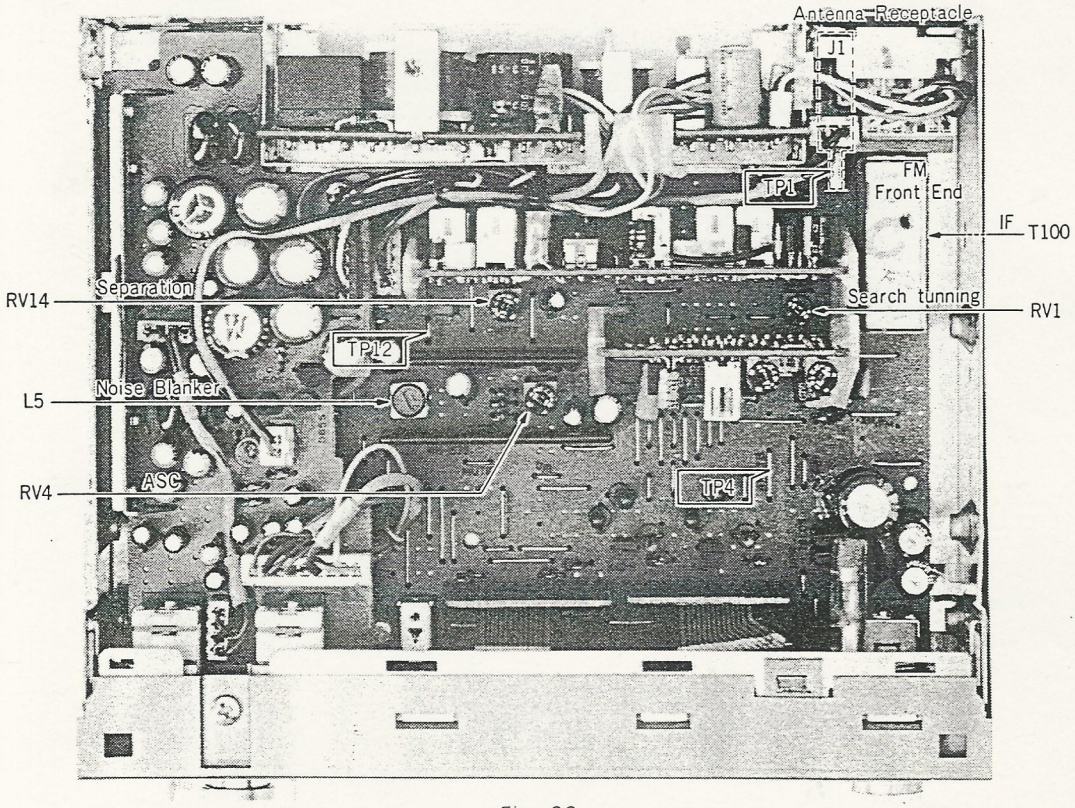

Fig. 22
(2) Alignment (Refer to Fig. 22)
(1) Connection